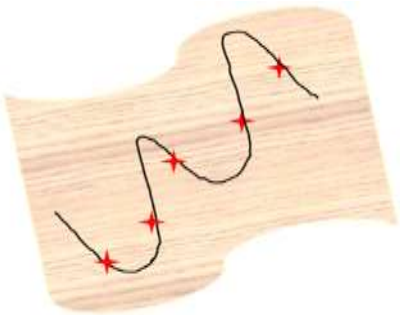

图2 蛇形取样法
6.1.3 对特殊形状地块，宜采用蛇形取样法选取样方点位，各中心点之间直线距离应≥15 m。见图2。